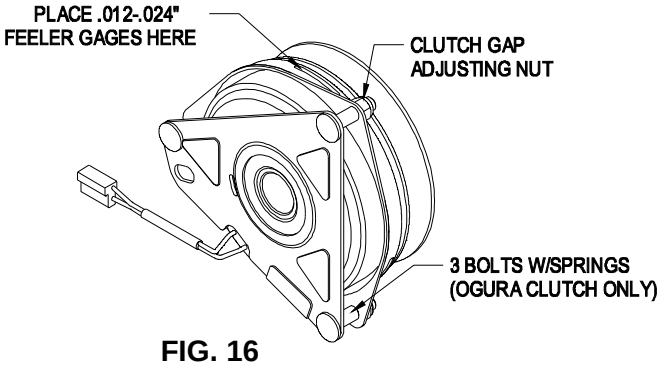

FIG. 16
Determine the brand of clutch installed on your unit. Ogura clutches can be identified by 3 bolts with springs. See Fig. 16. Warner clutches do not have these bolts.
c) Place .012-.024 inch feeler gages through each of the three clutch gap holes. If gap exceeds this range, tighten the three adjusting nuts until the proper gap is obtained (See Fig.16). The three clutch gap holes are located at the “nut side” of the adjusting bolts. The adjusting bolts can be identified by the springs surrounding each bolt.